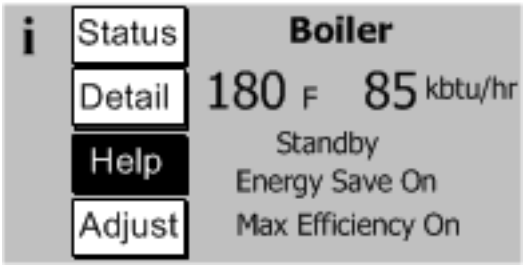

Figure 11.1c: Home Screen with Active Fault
13) If there is a problem that appears before the first try for ignition, or if the boiler fails to light after four tries for ignition, the blinking red screen with "HELP" highlighted on the Home screen (Figure 11.1c). Touching this "HELP" button will take the user to the Diagnostics menu where the cause of the problem can usually be found by pressing the flashing button on each successive screen. For more information, see Section XII "Operation".